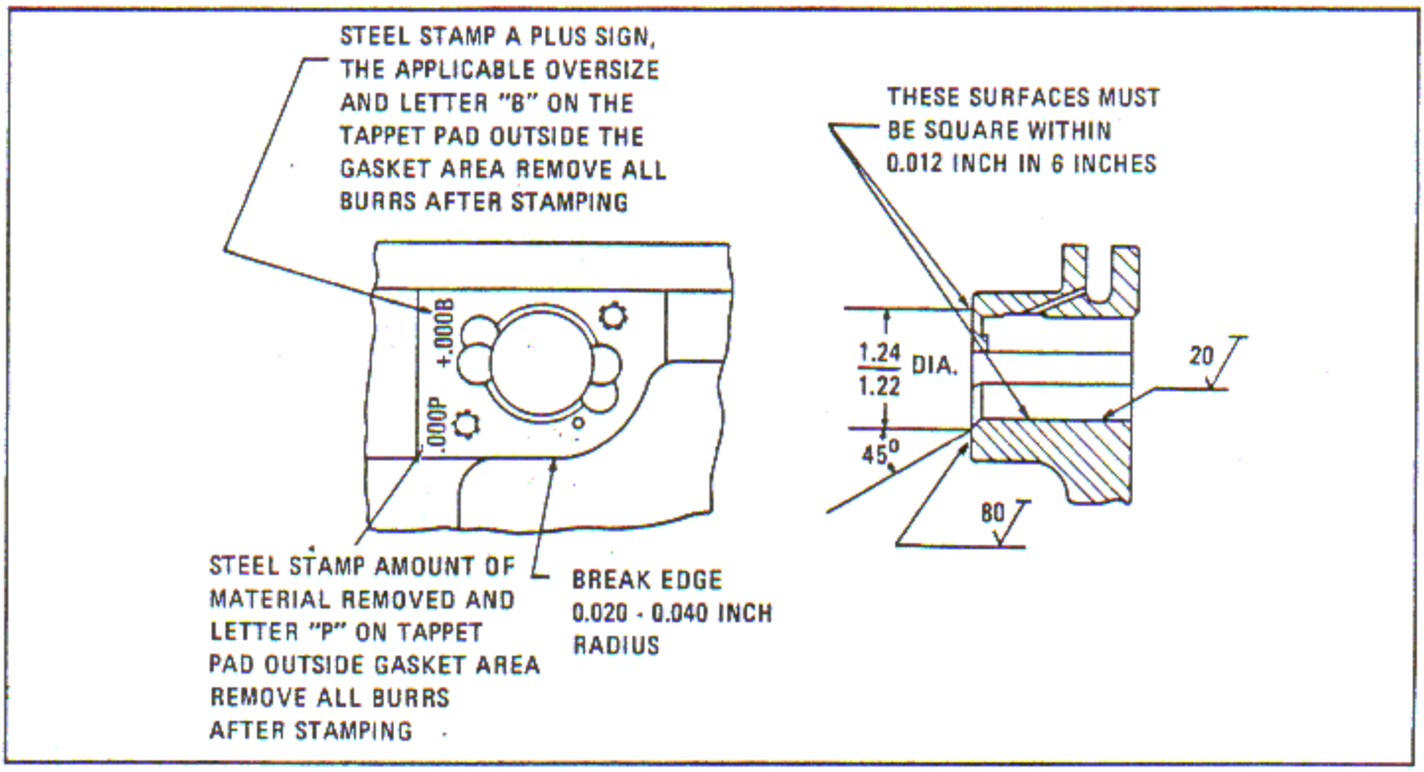

Figure 6-37. Oversize Valve Tappet Guide Bore Identification
b. Set up the crankcase front section on the table of a suitable boring mill or radial drill press. Square the tappet pad with the spindle to maintain a squareness relationship within 0.012 inch in six inches between the pad and guide bore as shown in figure 6-37. Utilize the unworn surface of the pad for set up. Install a suitable 2-3/4 inch diameter end mill, incorporating a 0.120 - 0.180 inch radius.
d. Identify the amount of material removed from the pad by stamping the amount removed on the housing adjacent to the pad or pads involved, and the letter P as a suffix to the amount removed from the pad as shown in figure 6-37.
j. Reidentify valve tappet guide bore by steel stamping a plus sign, the applicable oversize and the letter B as a suffix (to represent tappet bore) at the location indicated in figure 6-37.